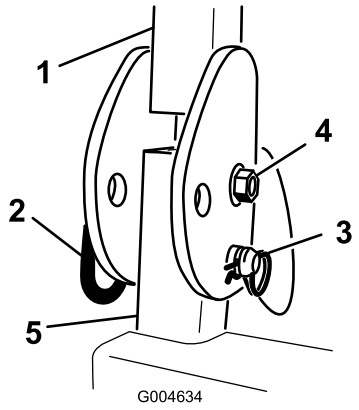

Figuur 5
1. Maak de R-pennen los en verwijder de twee pennen van de rolbeugel (Figuur 5).
2. Klap de rolbeugel omhoog, plaats de twee pennen en zet deze vast met de R-pennen (Figuur 5).